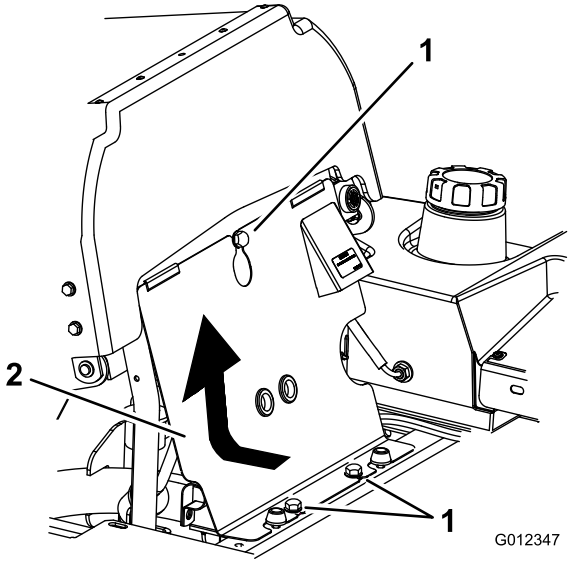

Figur 45
1. Vipp setet fremover, løsne boltene og ta bort det fremre motorpanelet (Figur 45).